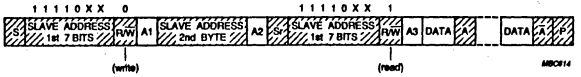

Fig.28 A master-receiver addresses a slave-transmitter with a 10-bit address
- **Master-receiver reads slave-transmitter with a 10-bit slave address. The transfer direction is changed after the second R/$\overline{W}$ bit (Fig.28).** Up to and including acknowledge bit A2, the procedure is the same as that described above for a master-transmitter